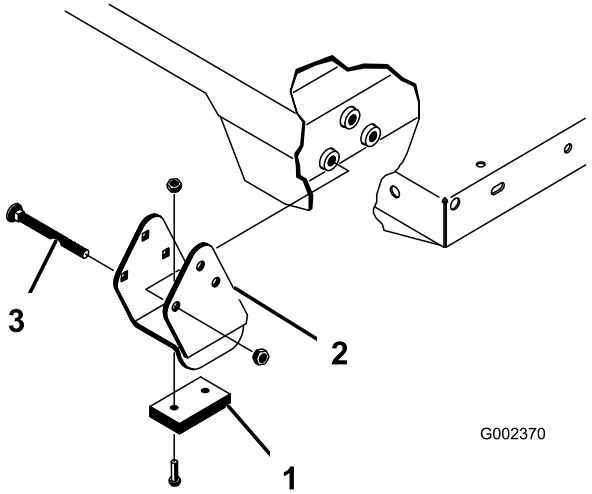

Figuur 34
Opmerking: Zorg ervoor dat de afstandsbeugels en de stootblokken (Figuur 34) zijn gemonteerd met de koppen van de slotbouten aan de binnenzijde van de machine.
2. Plaats de laadbak voorzichtig op het frame van het voertuig en lijn daarbij de openingen van de achterste draaiplaat van de laadbak uit met de openingen in de achterste framebalk en monteer (2) gaffelpennen en lynchpennen (Figuur 34).
3. Laat laadbak zakken en zet beide uiteinden van de cilinderstang vast in de juiste sleuven in de bevestigingsplaten van de laadbak met een gaffelpen en een lynchpen. Monteer de gaffelpen vanaf de buitenkant van de laadbak met de lynchpen naar buiten (Figuur 34). De achterste sleuven zijn bestemd voor de montage van de volledige laadbak en de voorste sleuven voor de montage van een 2/3 laadbak.